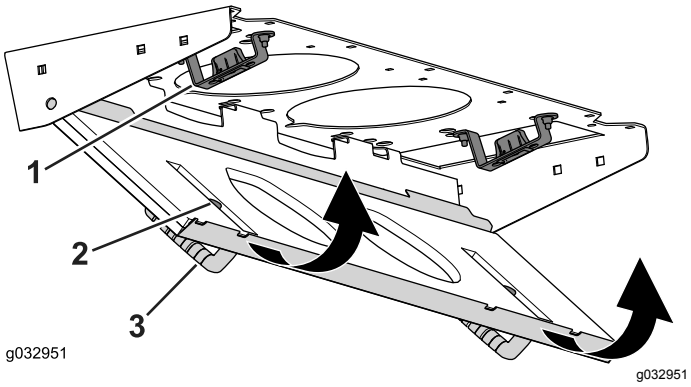

Figur 137
4. Roter filterskjermen rundt tappene til låsen låses inn i låsfesteenheten (Figur 137).